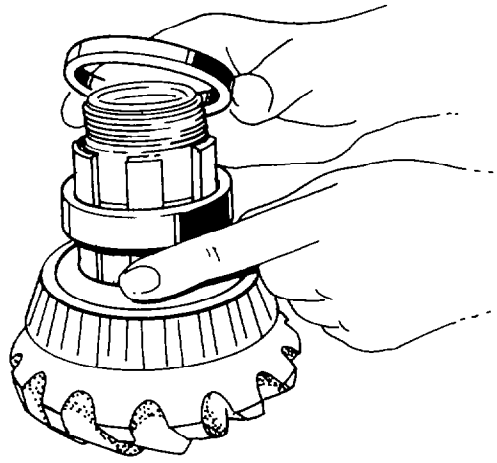

Fig. 283 — Removing Bevel Pinion Spacers
j. Remove the spacer from the bevel pinion shaft (see fig. 283).